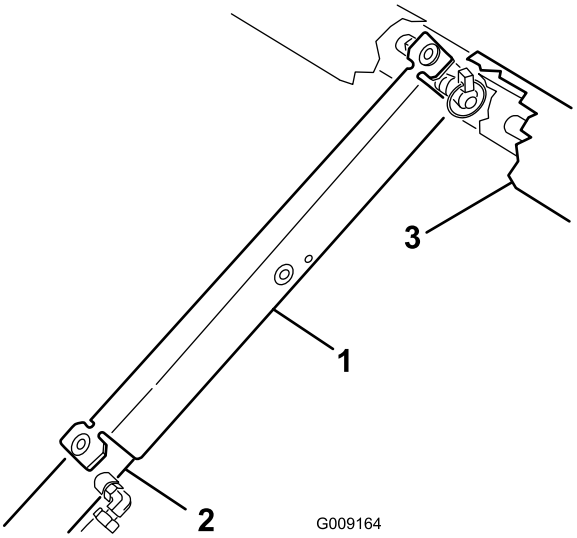

Figur 29
3. Skub ladstøtten ned over cylinderstangen, og sørg for, at tapperne på støtteenden hviler på enden af cylinderløbet og cylinderstangenden (Figur 29).